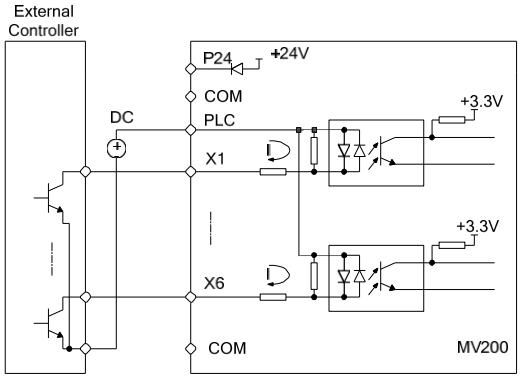

Fig. 3-15 The source connecting mode when using the external power supply
3) The source connecting mode when using the external power supply (**note**: be sure to remove the short circuit plate between the user terminal PLC and P24) is as shown in Fig. 3-15.